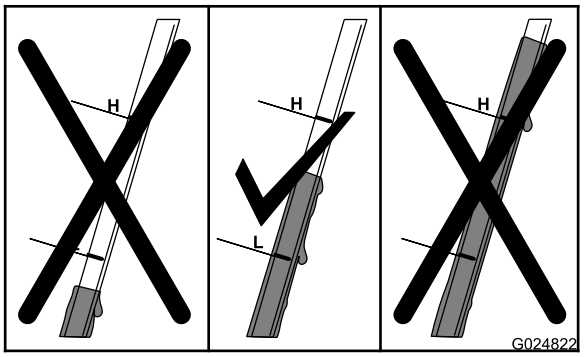

Figura 25
6. Observe el nivel de aceite en la varilla (Figura 25).